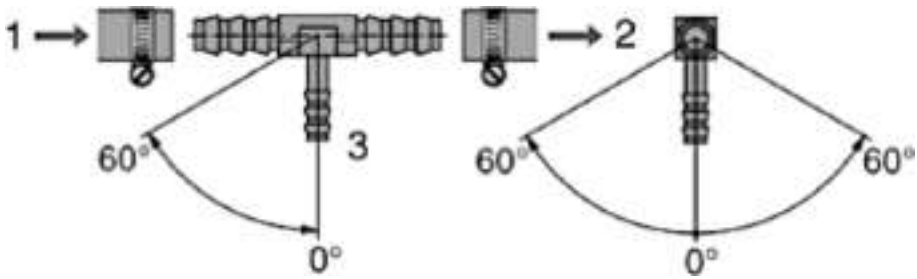

Fig. 36
- ☐ Tagliare/dividere il tubo del carburante del veicolo e installare il raccordo a T con le sue aperture più spesse tra le due estremità Fig. 36 (1) (2) del tubo.
- ☐ Dopo questo, collegare il tubo del carburante del riscaldatore con l'aiuto di un manicotto di gomma con l'estremità sottile Fig. 36 (3) del raccordo a T.